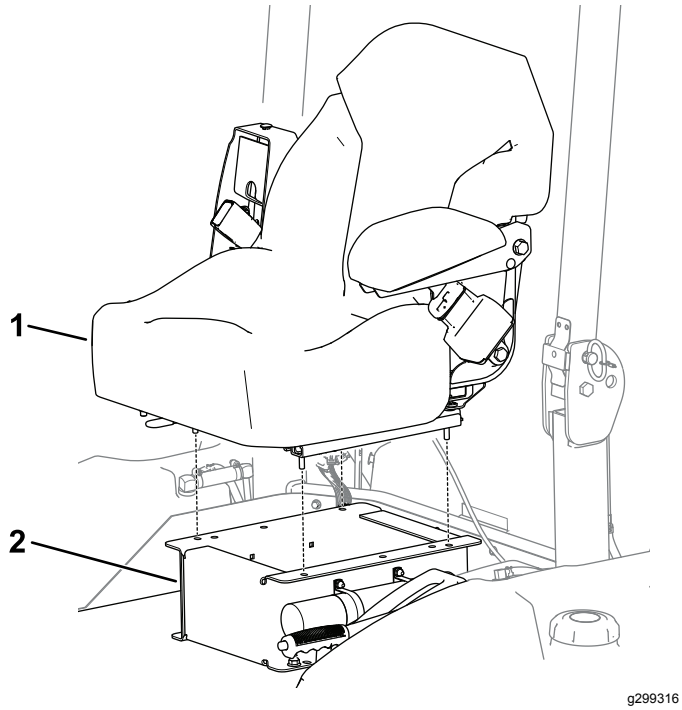

Рисунок 1
3. Совместите шпильки с отверстиями в основании сиденья (Рисунок 1).